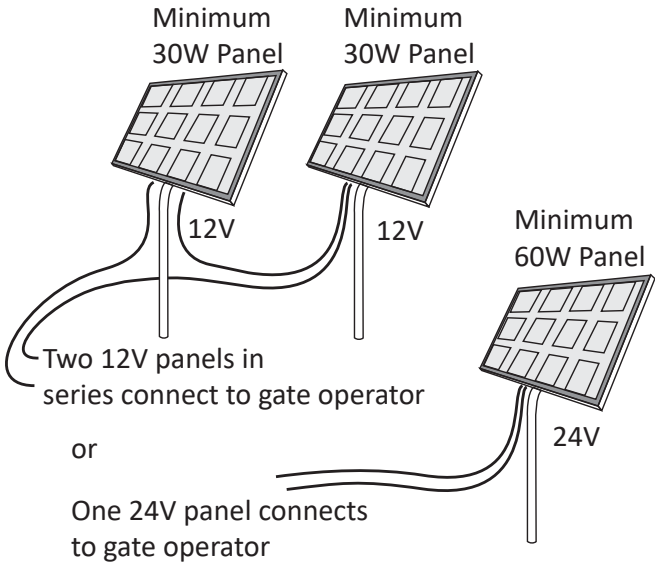

Figure 26. Minimum Solar Panel Configuration
1. Install one 24VDC solar panel or two 12VDC solar panels in series with a total capacity of at least 60W (Figure 26). Mount them according to the manufacturer's installation instructions within 100 ft of the operator. Check NEC and local regulations for other distances that may apply.